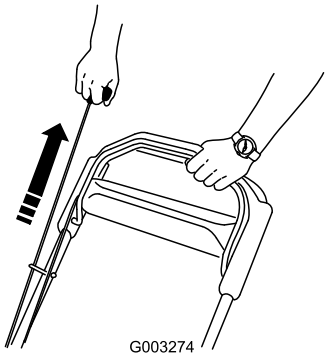

Figur 16
2. Dra i startsnörehandtaget (Figur 16).